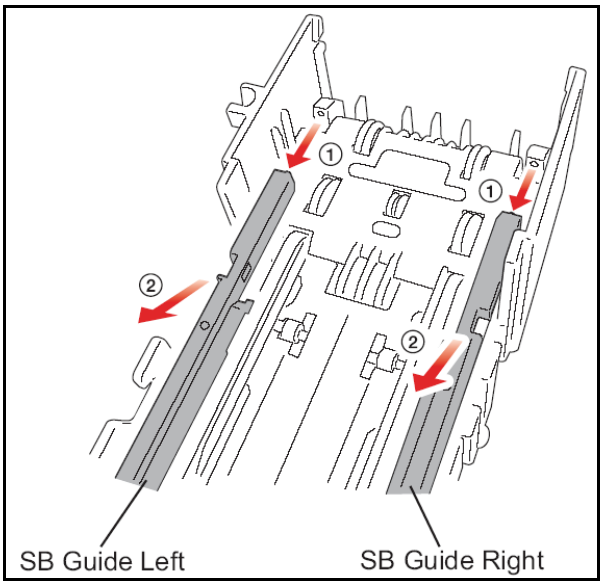

Figure 2-4 Bill Guide Removal
2. Remove the Left and Right Side Bill Guides (SB) by following the ① and ② directional arrow paths indicated in Figure 2-4.